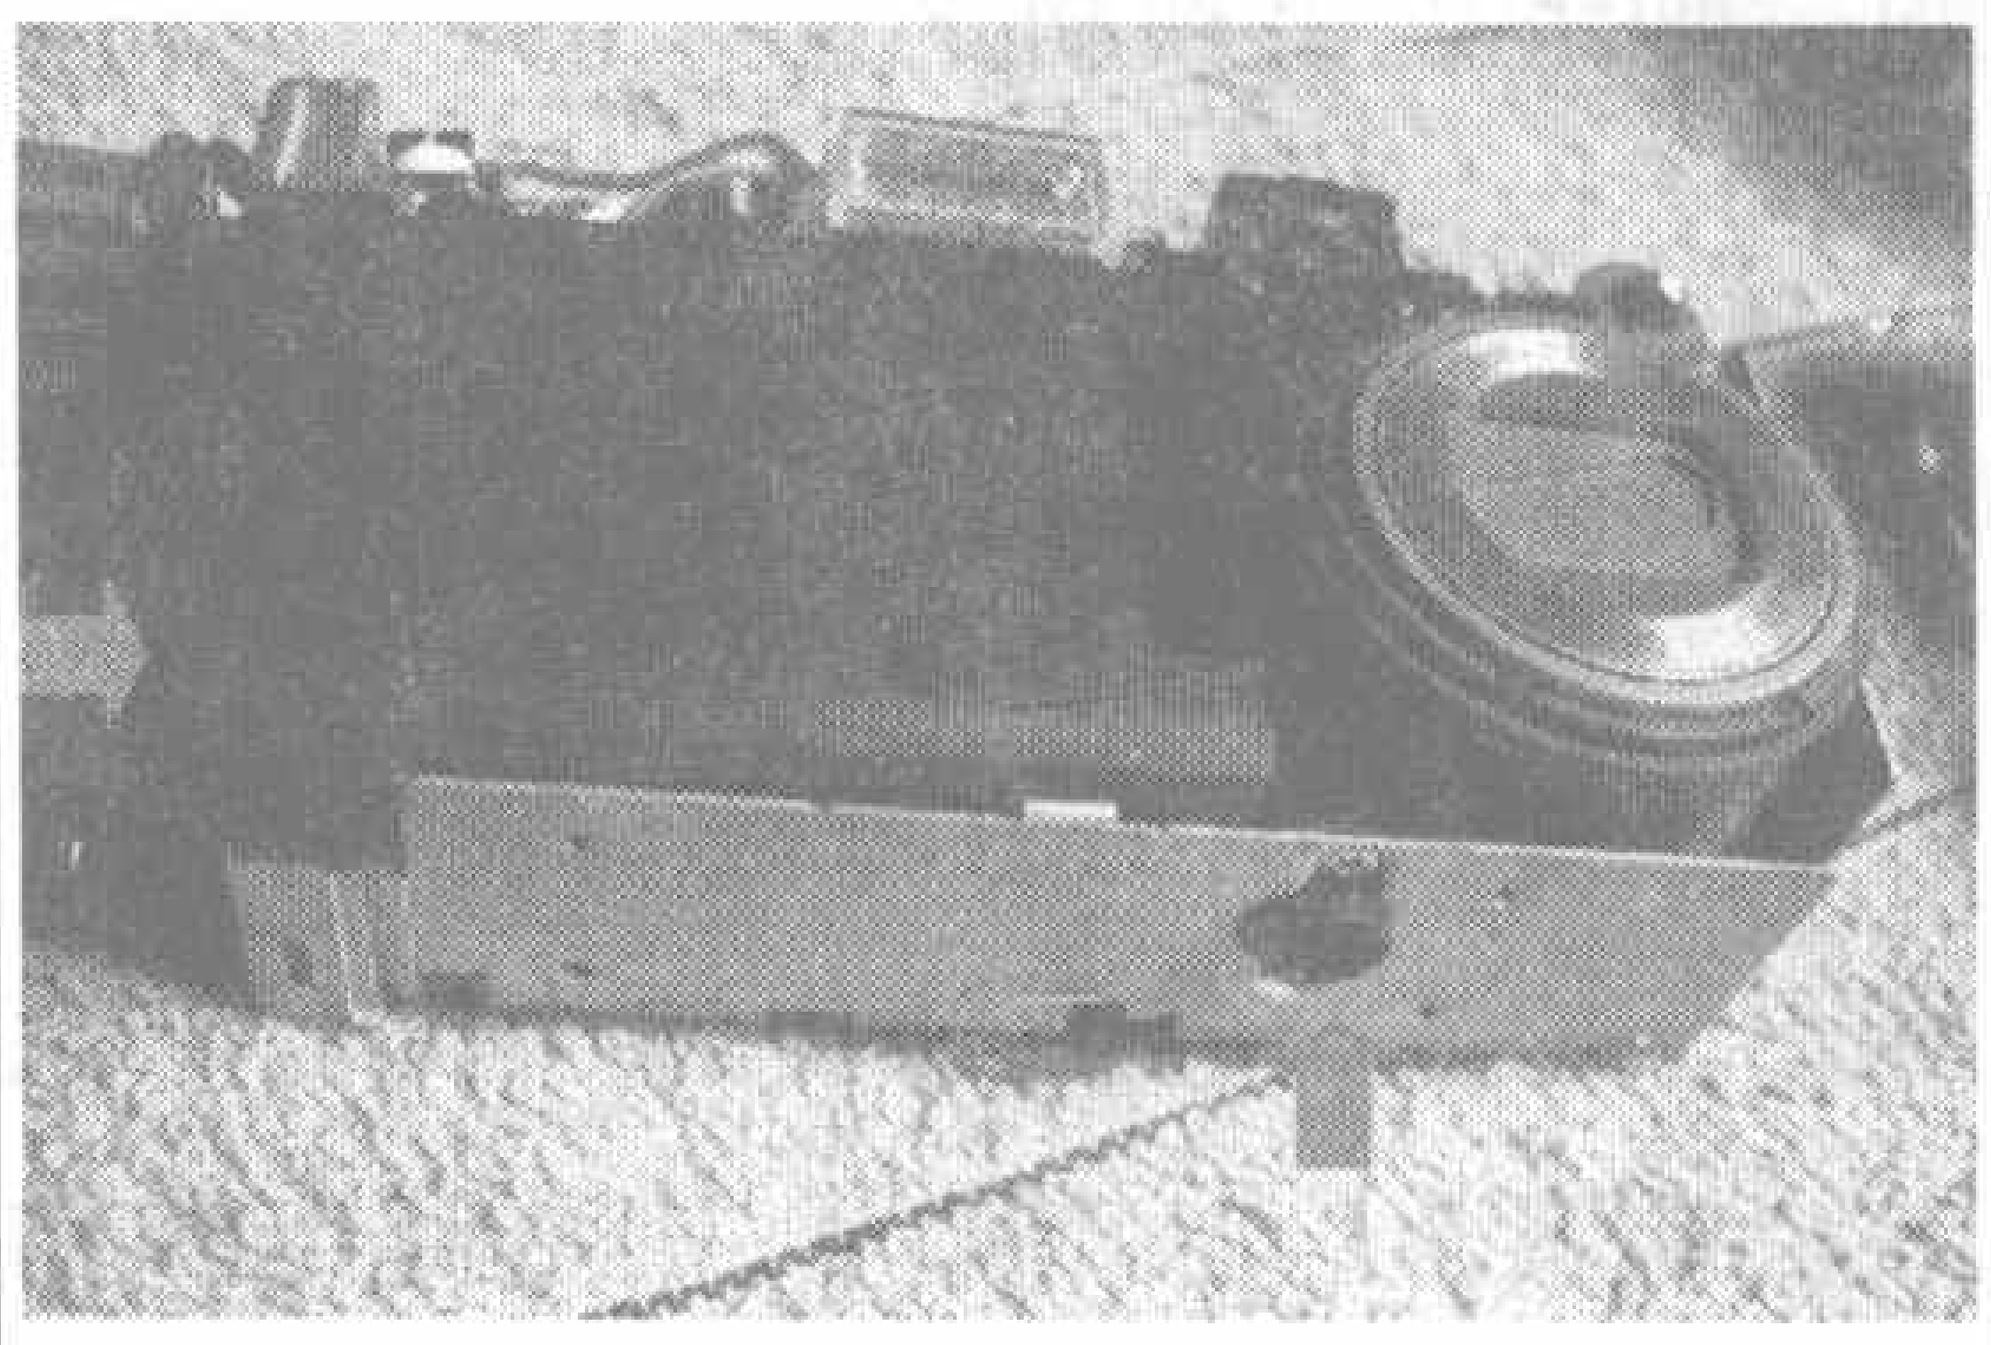

图7
1.电池盒和电源板可以一起拆下来，先拆下SD卡插槽旁边的两颗螺丝见图7中左边箭头所指处，然后拆下三脚架固定孔见图7右边箭头所指处。中间箭头指的卡扣看到了吧，用起子往外翘，然后用力将电池盒和电源板一起拆出。